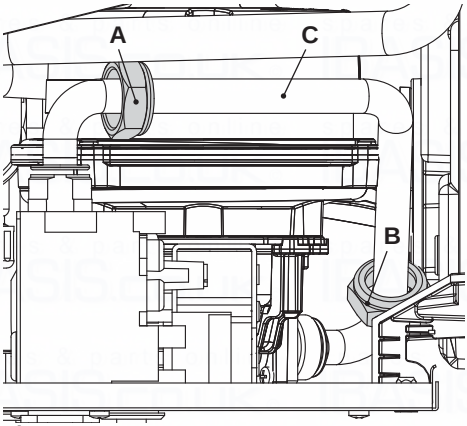

Fig. 8.1
- Unscrew the connector Aand Band remove the pipe C(Fig. 8.1).